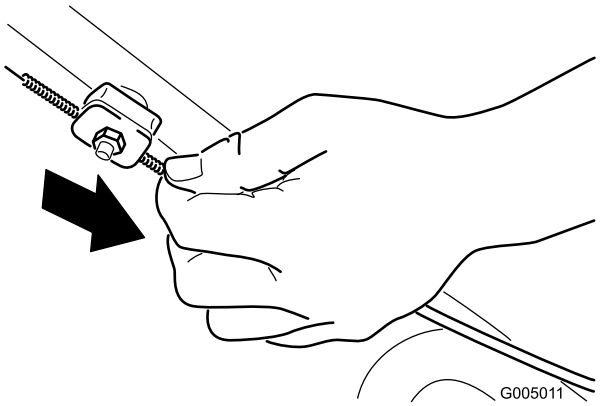

Figura 31
2. Abbassate la guaina del cavo (verso la macchina) fino a tendere il cavo (Figura 31).